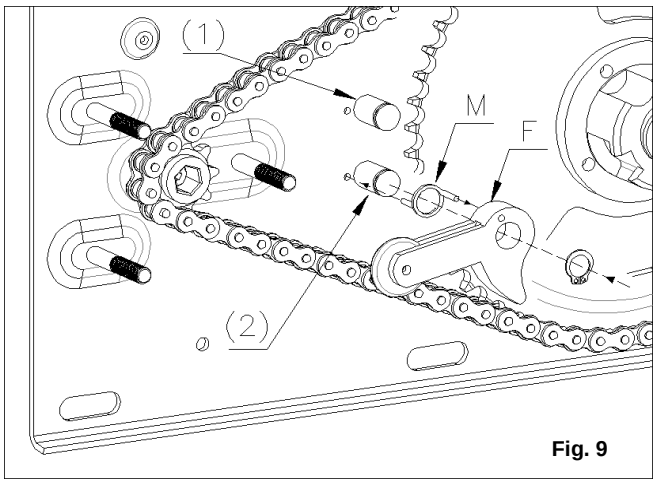

Fig. 9
For the configuration to the left of the transmission bracket, proceed as follows: Remove the parachute system from the pin (1) and turning it 180 °, mount it on the pin (2) as shown in Figure 9; Insert the spring (M) between the two holes formed respectively on the bracket and on the parachute system. At this point, collapse the group and secure it with the snap ring.
Pour la configuration à gauche du support de transmission, procéder comme suit : démonter le système antichute de la broche (1) et en le tournant de 180°, le monter sur la broche (2), comme illustré sur la figure 9. Insérer le ressort (M) entre les deux trous situés respectivement sur le support et sur le système antichute. À ce stade, comprimer le groupe et le fixer avec la bague seeger.